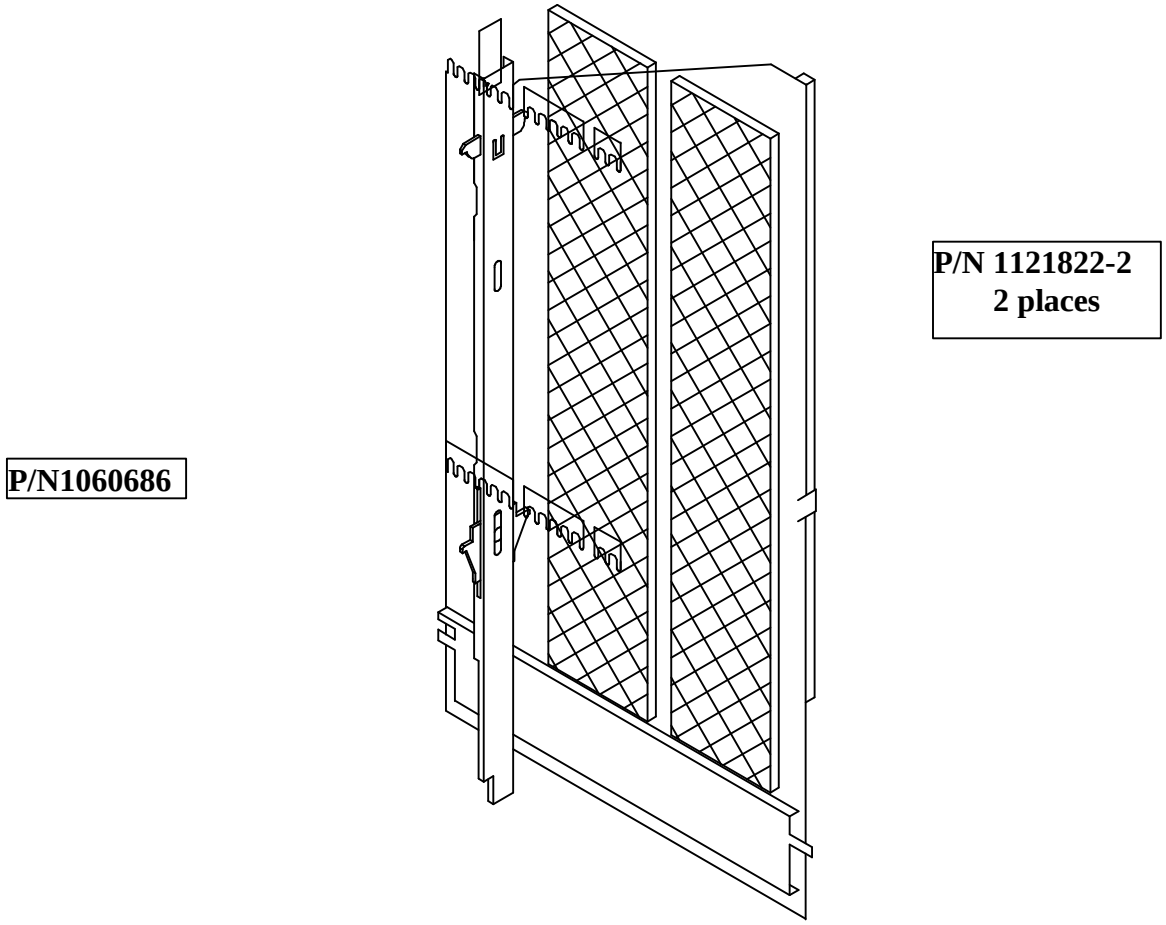

Figure 1
***Install magnetic column spacers into right side of partition above product side spacer (See Figure 1 for installation detail)**
Installation (see Figure 1)
Locate pads as shown in Figure 1 above the .37 product side spacer (P/N1060686)